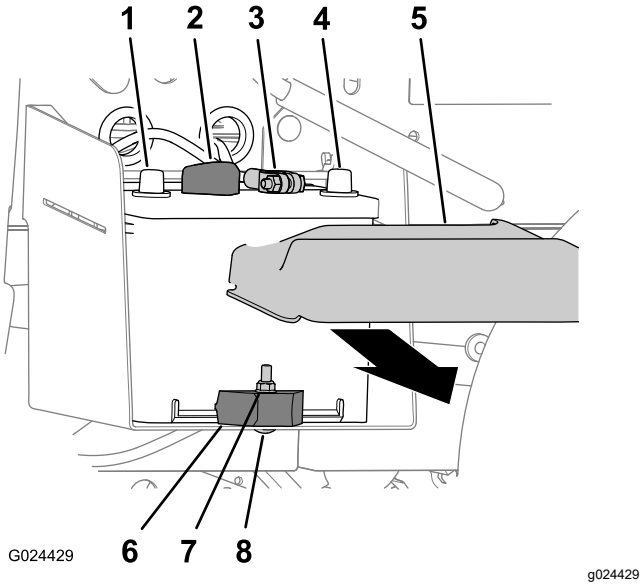

Figur 40
1. Kläm på batterikåpans sidor och ta bort kåpan ovanpå batteriet (Figur 40).
2. Koppla bort negativa batterikabeln från batteriet (Figur 40).
3. Koppla bort batteriets pluskabel från batteriet (Figur 40).
2. Ta bort låsmuttern, vagnskruven och batteriklämman som fäster batteriet vid batterilådan (Figur 40).
3. Ta ut batteriet ur batterilådan (Figur 40).
1. Rikta in batteriet efter maskinens batterilåda (Figur 40).
Obs: Kontrollera att batteriets plus- och minuspoler har riktats in enligt Figur 40.
2. Fäst batteriet vid batterilådan med batteriklämman, vagnskruven och låsmuttern (Figur 40).
1. Anslut den positiva batterikabeln till batteriet (Figur 40).
2. Anslut den negativa batterikabeln till batteriet (Figur 40).
3. Montera batterikåpan på batteriet (Figur 40).